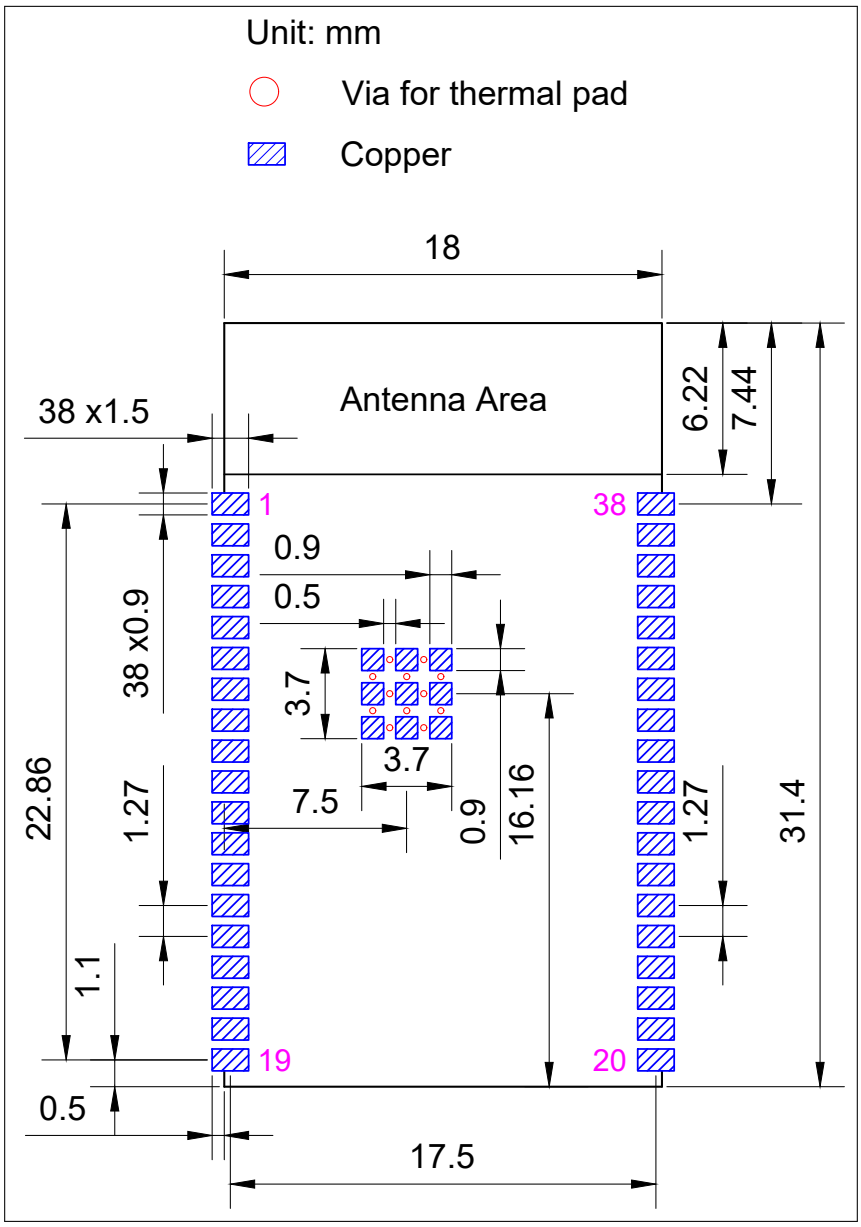

图 15: 推荐 PCB 封装图形
- 推荐 PCB 封装图，标有 PCB 设计所需的全部尺寸。详见图 15 *推荐 PCB 封装图形*。
- 推荐 PCB 封装图的源文件，用于测量图 15 中未标注的尺寸。您可用 Autodesk Viewer 查看 ESP32-WROVER-E 和 ESP32-WROVER-IE 的封装图源文件。